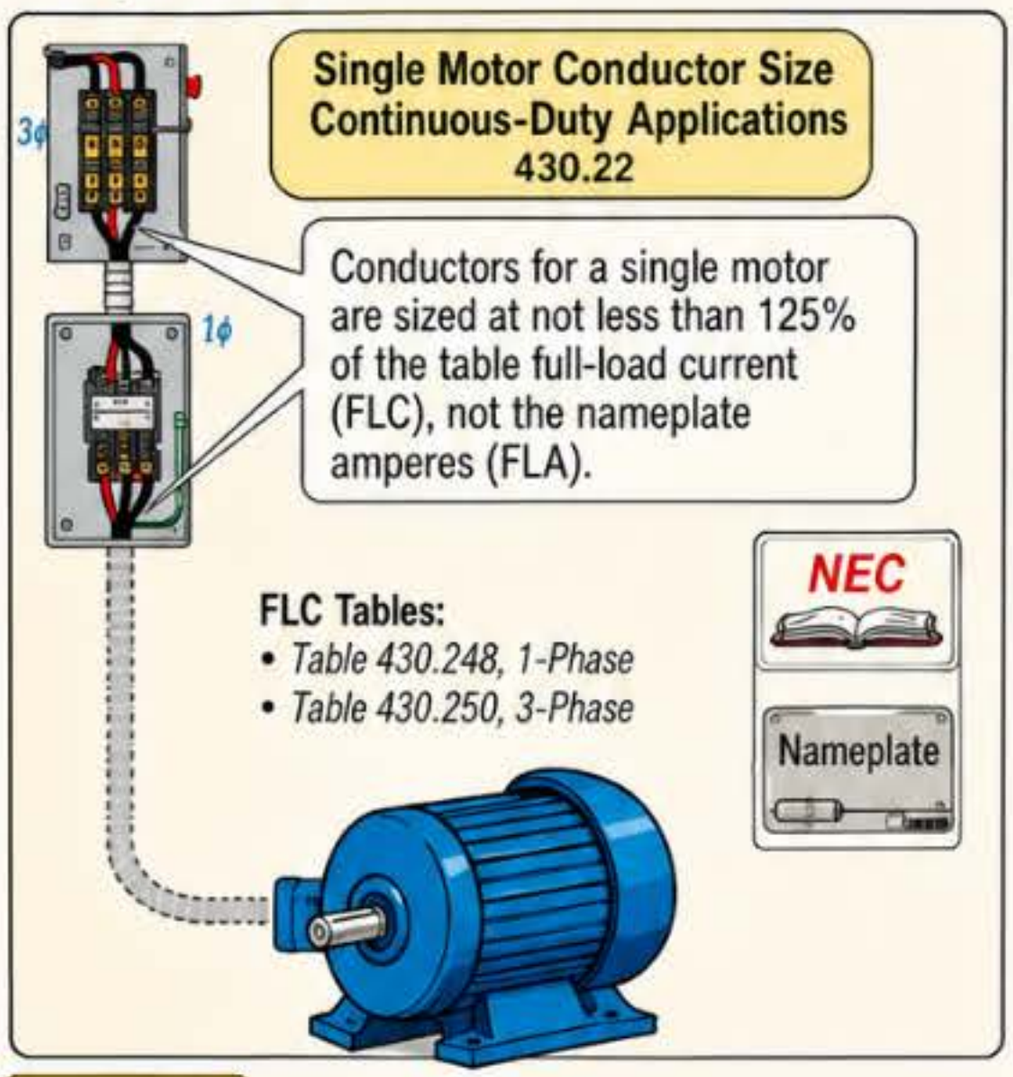

Figure 430–8
Feeders or branch-circuit conductors for a lone motor in continuous duty service must have an ampacity of at least 125 percent of the motor's full-load current (FLC), as listed in Tables 430.248 and 430.250 [430.6(A)(1) and 430.22]. **See Figure 430–8.**